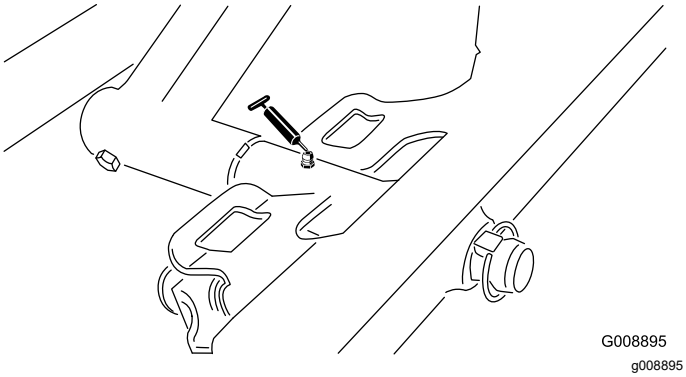

Figur 57
- Främre klippenhetstapp (Figur 57)